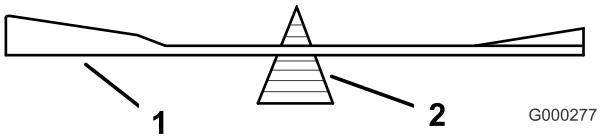
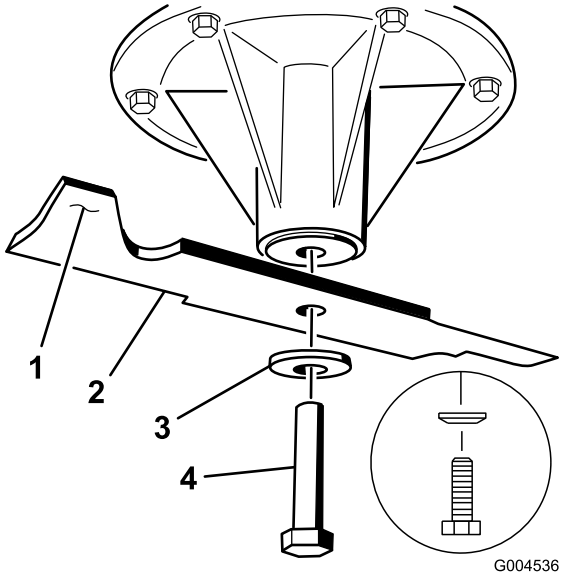

Figuur 93
Figuur 94
2. Controleer de balans van het mes met een mesbalans (Figuur 93). Als het mes horizontaal blijft, is het in balans en geschikt voor gebruik. Als het mes niet in balans is, moet u wat metaal afvijlen van het uiteinde van de vleugel (Figuur 94). Herhaal dit indien nodig totdat het mes in balans is.
1. Monteer het mes op de as (Figuur 94).
2. Monteer de veerschijf en de mesbout. De conus van de veerschijf moet worden gemonteerd op de boutkop (Figuur 94). Draai de mesbout vast met een torsie van 115–149 Nm.